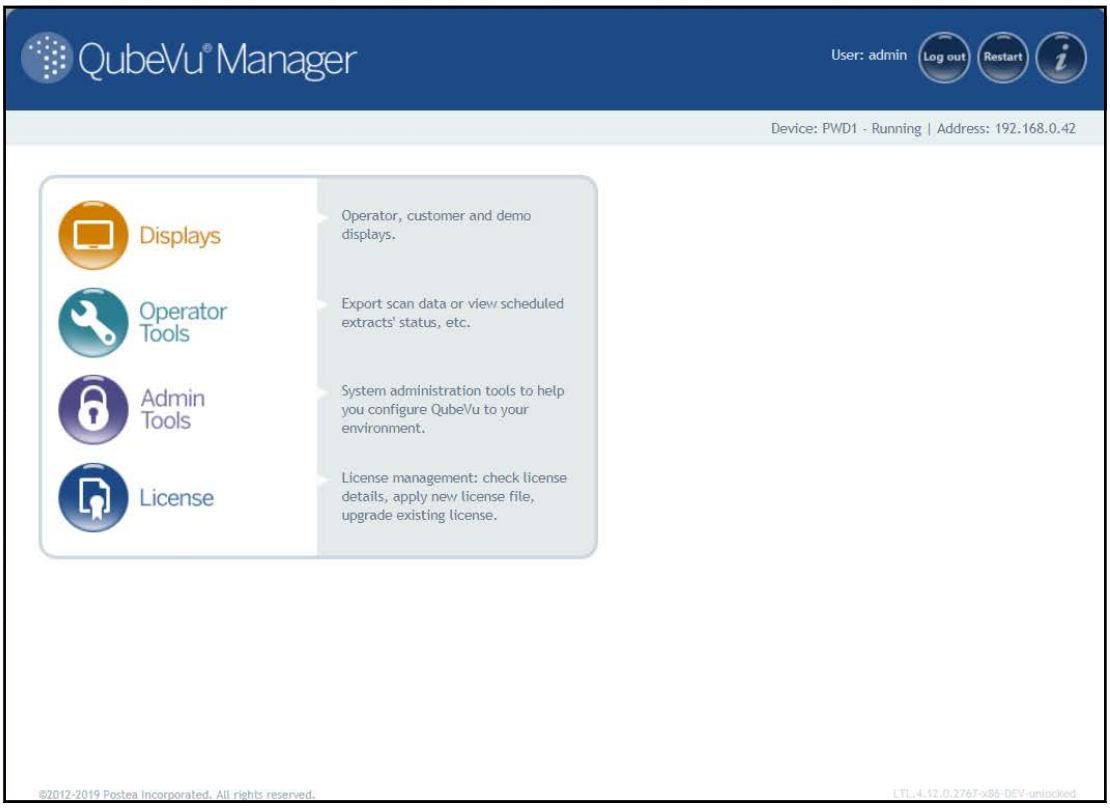
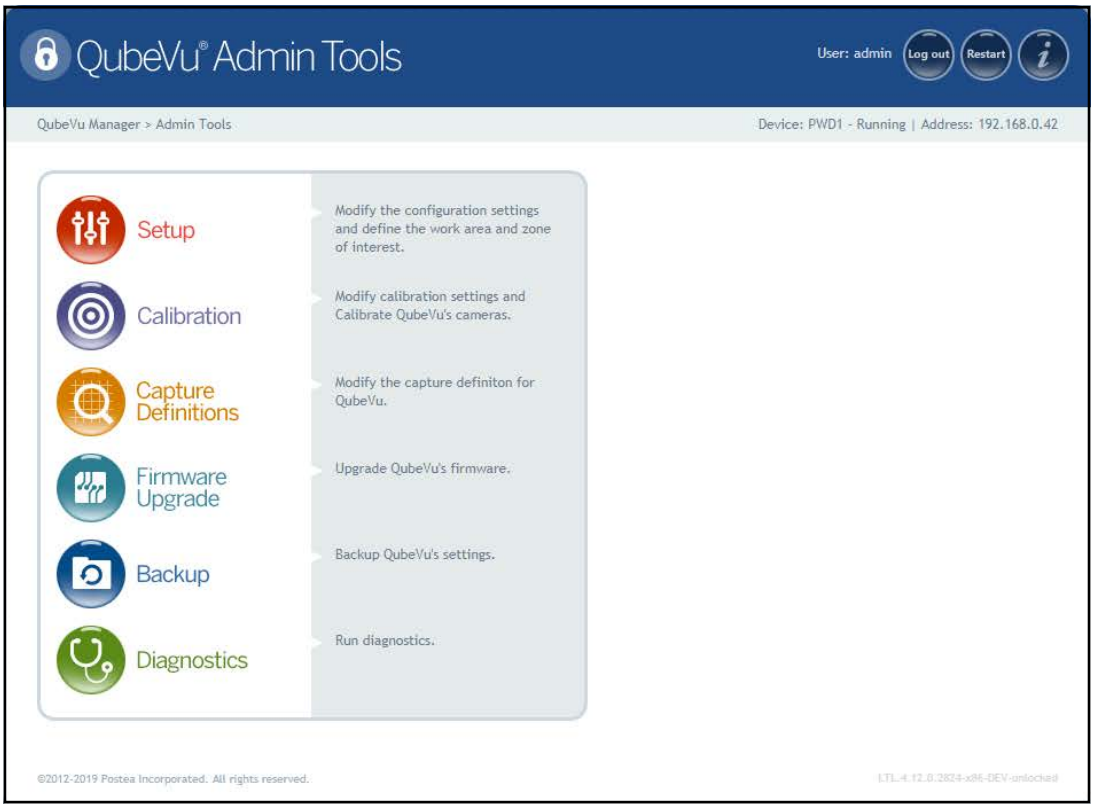

Figura 5-1. Home page di QubeVu Manager
Figura 5-2. Menu Admin Tools (Strumenti Ammin.)
3. Premere Admin Tools nel menu ***QubeVu Manager*** (Figura 5-1 a pagina 20) per accedere al menu ***Admin Tools*** (Strumenti Ammin.) (Figura 5-2).
5. Premere Calibration nel menu ***Admin Tools*** (Strumenti Ammin.) (Figura 5-2 a pagina 21) per accedere al menu ***Calibration*** (Calibrazione).
1. Premere Admin Tools nel menu ***QubeVu Manager*** (Figura 5-1 a pagina 20) per accedere al menu ***Admin Tools*** (Strumenti Ammin.) (Figura 5-2 a pagina 21).
3. Premere Diagnostics nel menu ***Admin Tools*** (Strumenti Ammin.) (Figura 5-2 a pagina 21) per accedere al menu ***Diagnostics*** (Diagnostica).